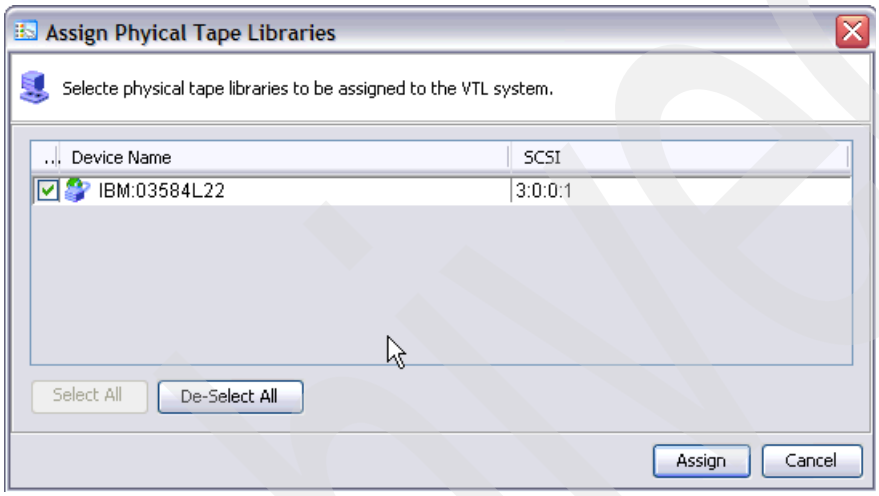

Figure 4-14 Assign Physical Tape Libraries window
4. In the Assign Physical Tape Libraries window (Figure 4-14), select the device name of your library and click **Assign**.